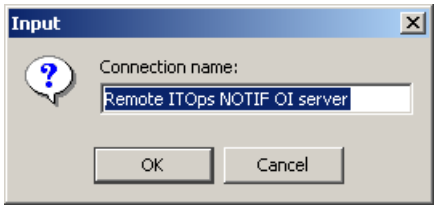

Figure 60 Input dialog box for remote server connection reference name
3. The **Input** dialog box appears as shown in Figure 60 on page 89. Type a connection reference name (for example, Remote EMC Smarts NOTIF OI server) in the **Input** dialog box and click **OK**.